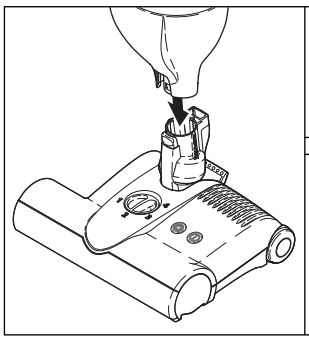

Figure 1
Placez la tête motorisée (16, 28) ou l'accessoire de sol (29, 30) sur le sol avec le col (20) à la verticale. Tenez l'aspirateur verticalement et insérez l'ouverture d'aspiration de l'aspirateur dans le col de la tête motorisée. Poussez fermement et de manière régulière vers le bas jusqu'à ce que le bouton d'ouverture de l'accessoire (14) s'enclenche dans la position verrouillée – voir Figure 1.